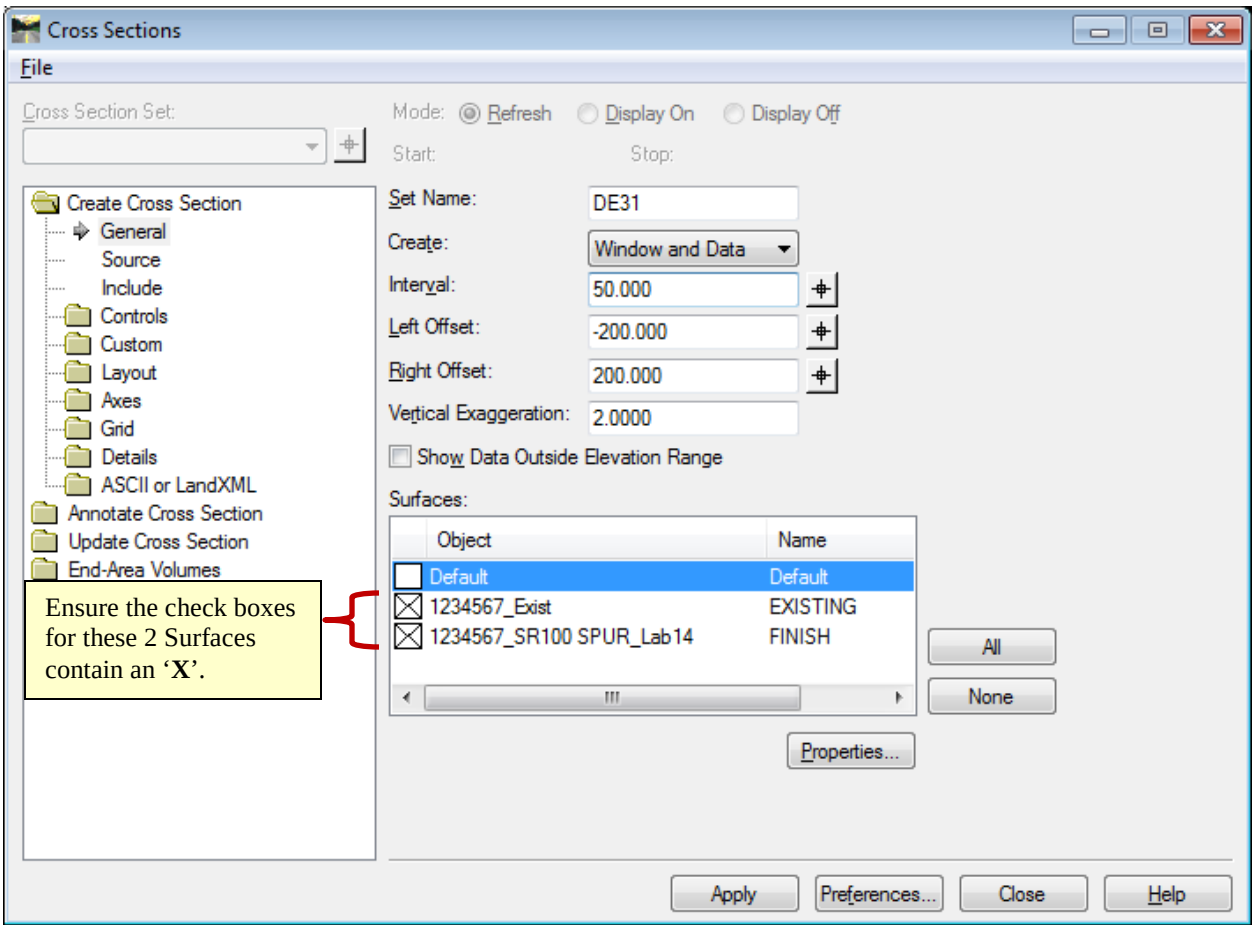

Figure L14-11 Create Cross Section
• Ensure your settings match those shown in *Figure L14-11*.